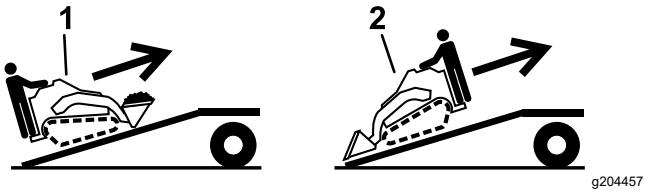

**Figur 28**
5. Lasta maskinen på släpet med den tyngre änden upp mot rampen och håll lasten nära marken (Figur 28).